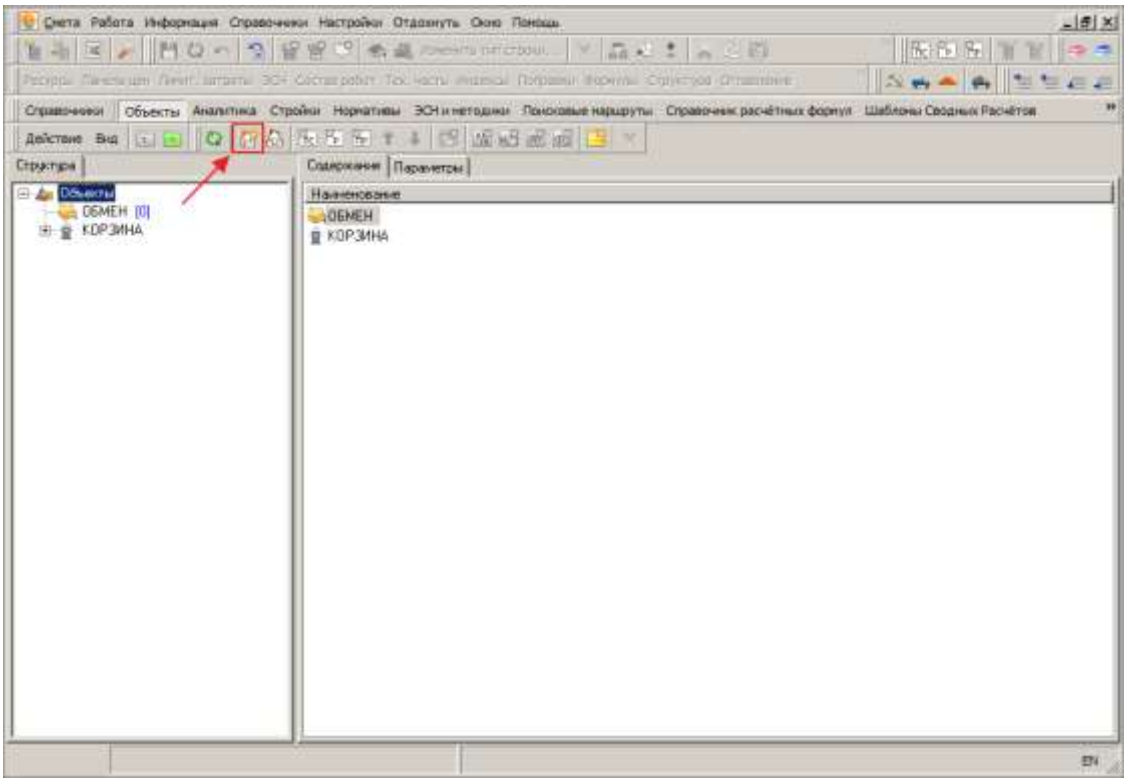

Рис. 1. Создание объекта с помощью кнопки “Добавить объект”
- щелкните мышью по кнопке-пиктограмме **Добавить объект** (см. рис. 1);